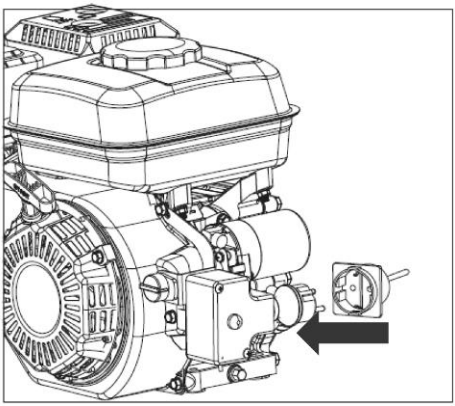

Рис. 13
2. Затем подключите машину к источнику электропитания 220 В. (рис. 13)